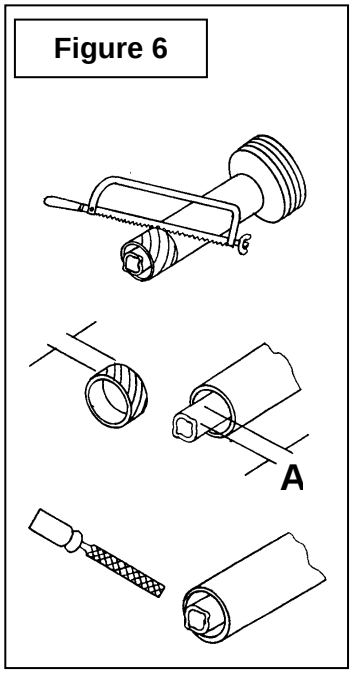

Figure 6
5. Couper le garde une seconde fois pour laisser la même distance entre la fin du garde et la fin de l'arbre qui existait auparavant. Pour obtenir la distance "A" approprié illustré à la (figure 6), couper le garde selon le tableau ci-dessous: